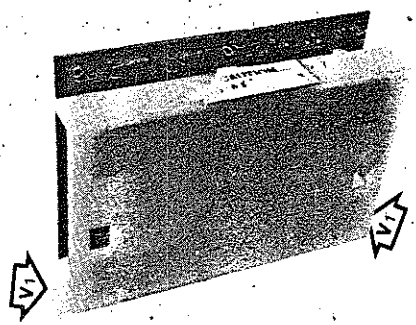

Fig. 7
- Togliere le viti V1 di bloccaggio (Fig. 7)